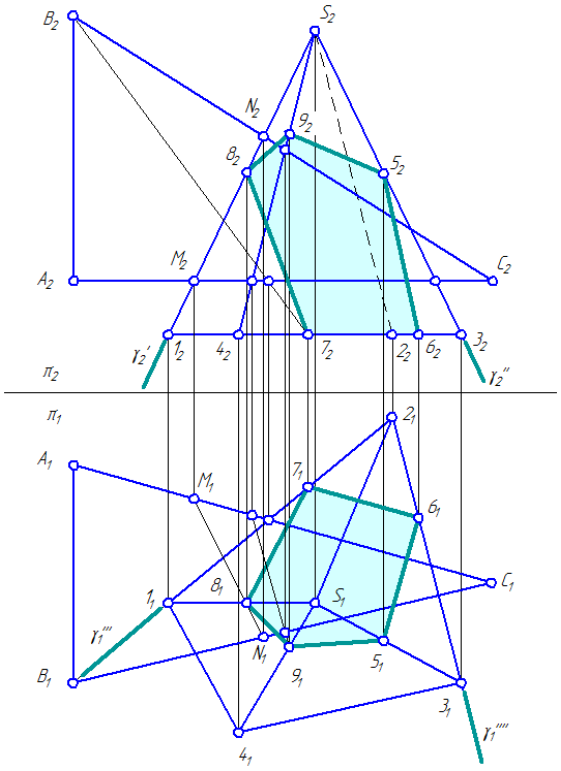

Рисунок 5.2.4 – Построение сечения
1) Построить горизонтальные и фронтальные проекции пирамиды и *1234S* и плоскости Δ*ABC* (Рисунок 5.2.4);